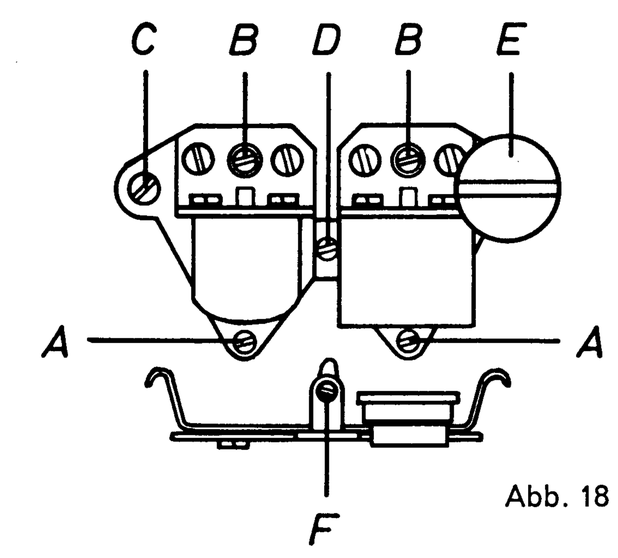

Abb. 18
Der Bandführungsbolzen (A) ist bei dem 4-Spur-Modell so zu justieren, daß die Oberkante des Löschkopfspaltes und die Oberkante des Tonbandes auf gleicher Höhe sind. Bei dem 2-Spur-Modell müssen die Löschkopfspalten gleich weit von der Oberkante und Unterkante des Tonbandes entfernt sein. Die mittlere Bandführung wird durch Drehen der Stellschraube an der Führung (F) (siehe Abb. 18) so eingestellt, daß das durchlaufende Tonband bei Vor- bzw. Rücklauf nicht an dem unteren Anschlag der Führung (F) streift.
11. Tonköpfe (siehe Abb. 18)
6. Aufnahmekopf durch Drehen der Schrauben (A) und (B) (siehe Abb. 18) auf richtige Höhe bringen (siehe hierzu auch die dem Justierband beiliegende Anweisung). Ein Neigen des Tonkopfes nach vorne oder hinten ist durch gleichmäßiges Drehen der Schrauben (A) und (B) zu vermeiden.
7. Die Senkrechtstellung des Kopfes wird anschließend durch Drehen der Schraube (C) vorgenommen. Hierbei wird die maximale Ausgangsspannung des Justiertones eingestellt. Es ist darauf zu achten, daß während des Justiervorganges die unter der Schraube (D) befindliche Druckfeder vorgespannt ist.
9. Wiedergabekopf entsprechend den Punkten 4—7 mit den Schrauben (A) und (B) auf richtige Höhe einstellen und mit dem Verstellknopf (E) senkrecht stellen. Verstellknopf für die Senkrechtstellung so justieren, daß der Schlitz auf die Markierung der Tonkopfabdeckung zeigt.